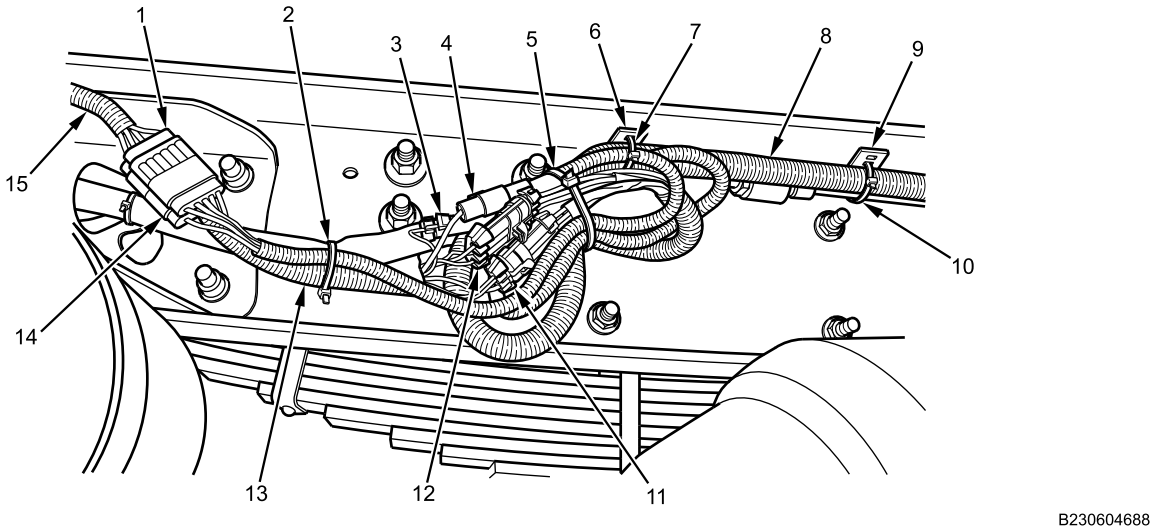

Figure 18. Rear Chassis Harness, Inboard View.
12. Secure rear chassis harness (Figure 18, Item 8) to frame brackets (Figure 18, Item 6 and 9) with two new cable lock straps (Figure 18, Item 7 and 10)
13. Connect four connectors (Figure 18, Item 3, 4, 11 and 12) between rear chassis harness (Figure 18, Item 8) and trailer harness (Figure 18, Item 13).
14. Connect two connectors (Figure 18, Item 1 and 14) between rear chassis harness (Figure 18, Item 8) and taillamp harness (Figure 18, Item 15).
15. Secure rear chassis harness (Figure 18, Item 8) to trailer harness (Figure 18, Item 13) with two new cable lock straps (Figure 18, Item 2 and 5).